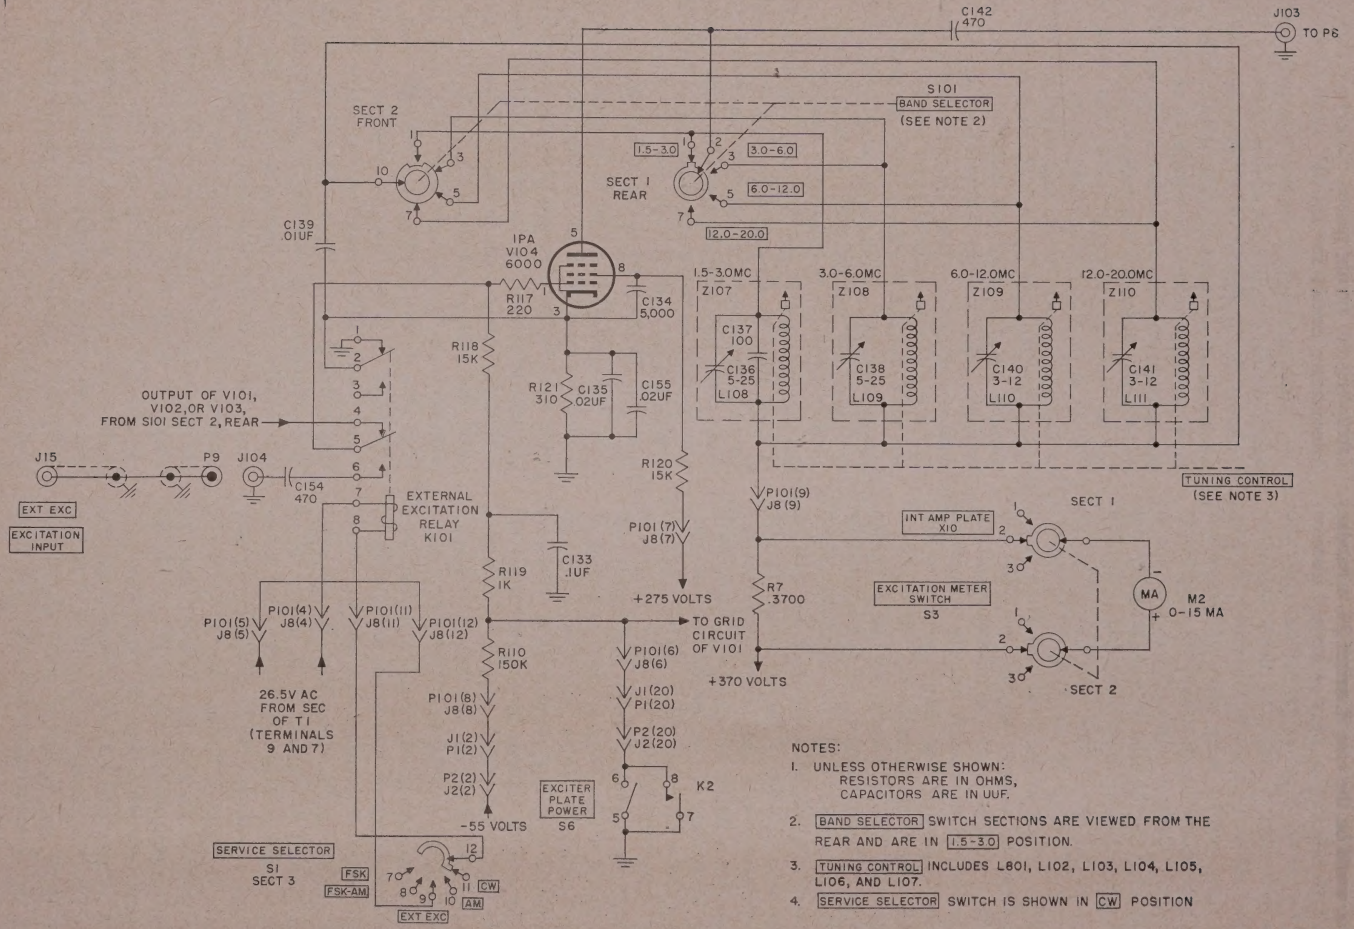

Figure 7. Intermediate power amplifier stage.
(figs. 7 and 8)
b. The plate load of V104 consists of one of four tank circuits (fig. 7), as selected by section 1 rear of the BAND SELECTOR switch. In the 1.5–3.0 position of the BAND SELECTOR, the tank circuit used is Z107 (made up of variable inductor L108, fixed capacitor C137, and trimmer C136) ; in the 3.0–6.0 position, Z108 (made up of variable inductor L109 and trimmer C138) ; in the 6.0–12.0 position, Z109 (made up of variable inductor L110 and trimmer C140) ; and in the 12.0–20.0 position, Z110 (made up of variable inductor L111 and trimmer C141). All variable inductors are connected to the tuning mechanism. To prevent spurious oscillations, the three unused tank circuits are shorted by section 2 front of the BAND SELECTOR. The signal developed across the selected tank circuit is coupled through capacitor C142 to receptacle J103, from which it is fed over coaxial cable to the power amplifier grid circuit. The plate circuit of V104 is decoupled by capacitor C139, which is grounded through contacts 2 and 1 of K101. The intermediate amplifier plate current may be read on meter M2 when EXCITATION METER SWITCH S3 is in the INT AMP X10 position. Resistor R7 is the meter shunt.